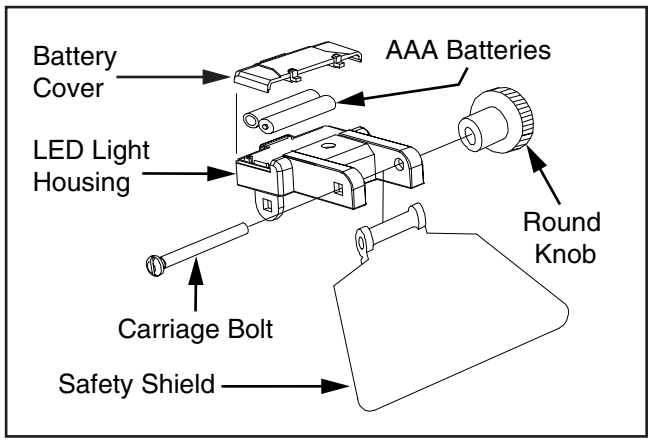

Figure 10. Safety shield/light assembly (1 of 2).
1. Remove battery cover from each LED light housing and install (2) AAA batteries (see **Figure 10**).
2. Remove (1) pre-installed M5-.8 x 55 carriage bolt and (1) M5-.8 round knob from safety shield, then use to attach safety shield to each LED light housing (see **Figure 10**).